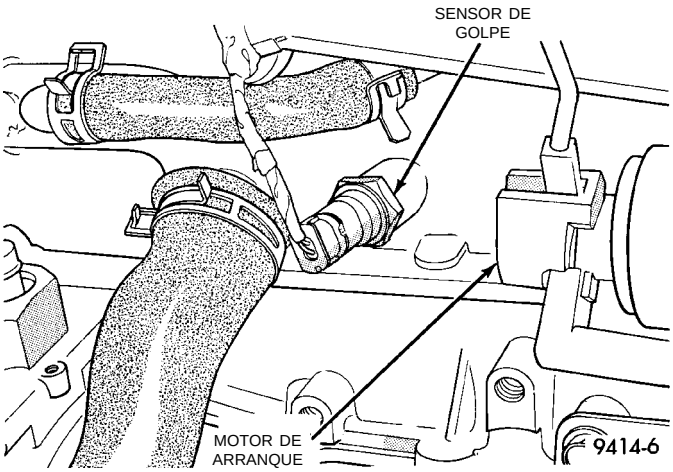
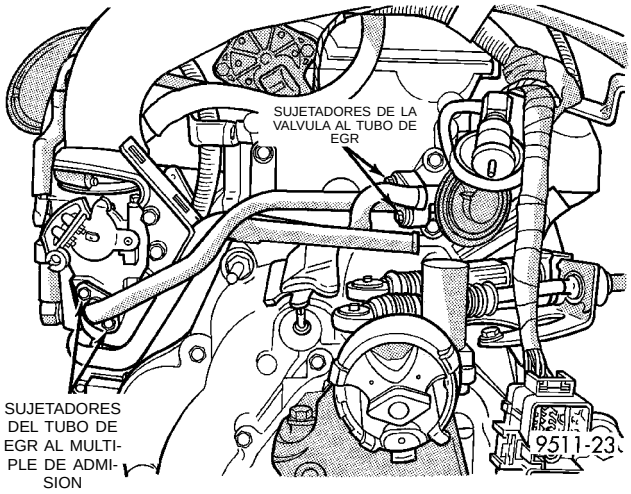

Fig. 25 Electricidad del sensor de golpe
Fig. 26 Conjunto del tubo de EGR
(15) Desconecte el conector eléctrico del sensor de golpe y desconecte el mazo de cableado de la orejeta emplazada en el tubo múltiple de admisión (Fig. 25).
(16) Desconecte el cableado del motor de arranque.
(17) Retire los pernos del tubo de EGR en la válvula y en el tubo múltiple de admisión (Fig. 26). Retire el tubo del motor.
(18) Retire el sujetador del tubo múltiple de admisión. Retire el tubo múltiple de admisión.